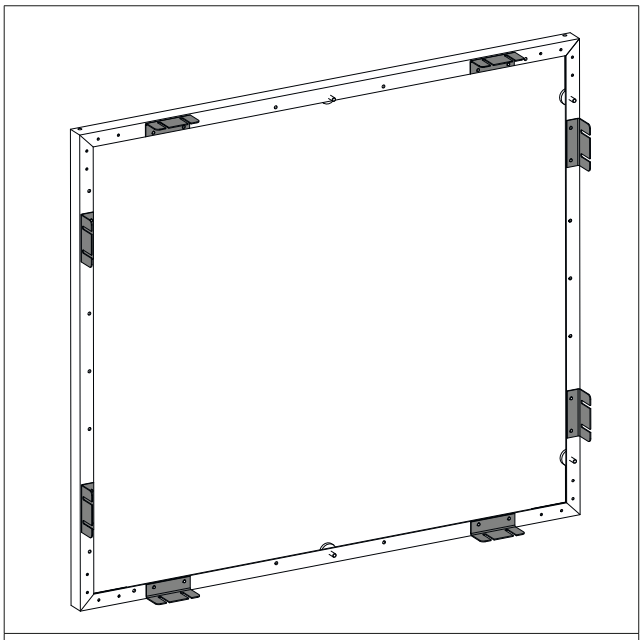

Fig. 8: Cadre avec équerres de fixation
5. Visser à la main les équerres de fixation (1) sur le cadre (voir Fig. 8 en page 26).
6. Visser à la main les équerres de fixation longues (3) sur les équerres de fixation (1) déjà fixées au cadre.